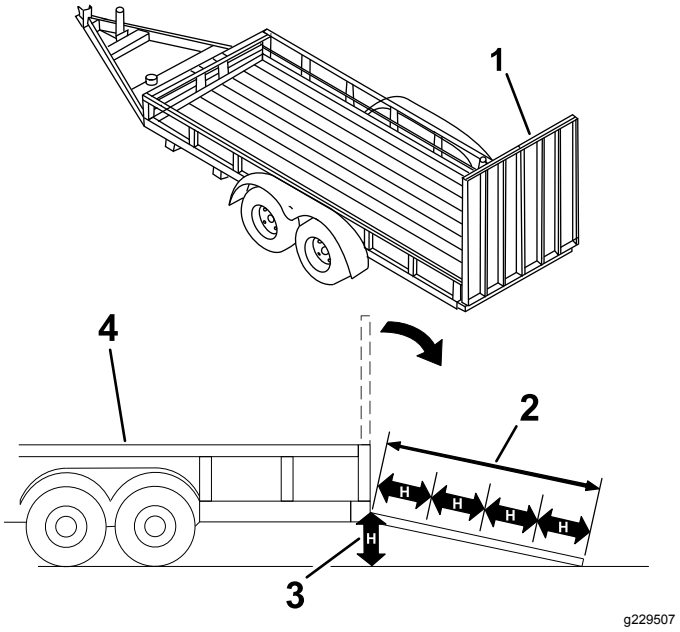

Figuur 18
Als een machine wordt geladen op een aanhanger of een vrachtwagen, wordt de kans vergroot dat de machine kantelt. Dit kan ernstig lichamelijk letsel of de dood veroorzaken (Figuur 18).
3. Breng de oprijplaat naar beneden (Figuur 18).